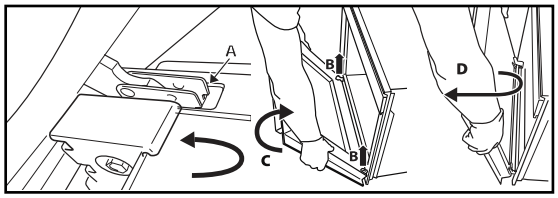

Fig. 2
3. Stäng ugnsluckan så långt det går (A), lyft den (B) och vrid den (C) tills den lossnar (D) (*fig. 2*).